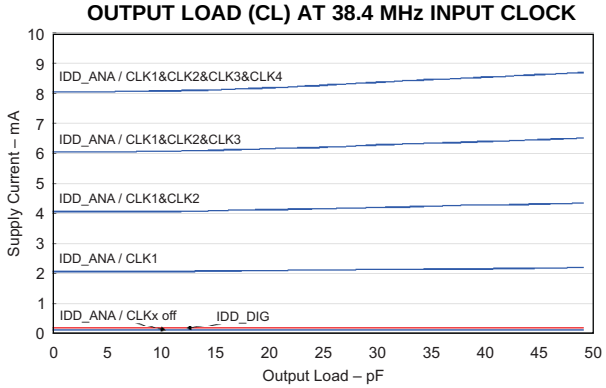

Figure 8.
(1) The total current consumption when no output is active is calculated by I_{DD_ANA}(off) + I_{DD_DIG}.
(2) For C_L = 30 pF, the typical current for one output is 2.2 mA (see Figure 8).
(3) The I^2C standard specifies a maximum C_I of 10 pF.